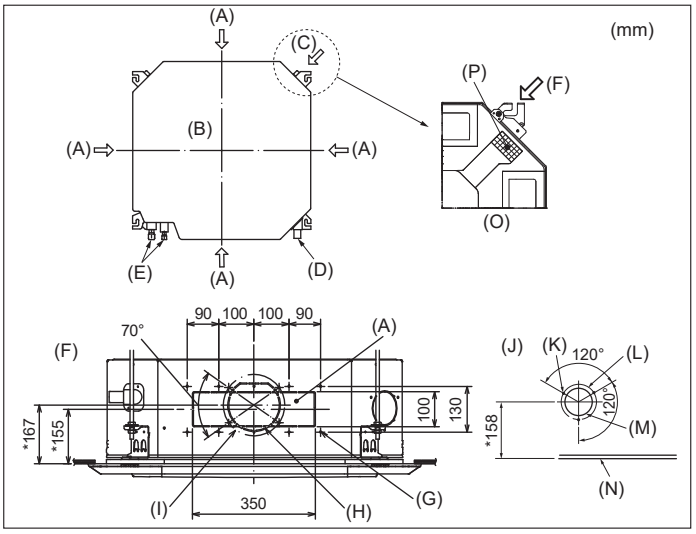

Abb. 3-4
3.4. Öffnung für Strömungskanalabzweigung und Öffnung für Frischluftansaugung (Abb. 3-4)
Zum Zeitpunkt des Einbaus sind bei Bedarf die Kanalöffnungen (Ausschnitte) zu verwenden, die sich an den in Abb. 3-4 gezeigten Stellen befinden.